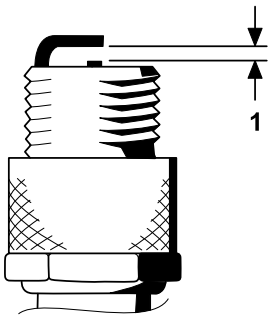

Figur 32
4. Still inn elektrodeavstanden mellom midten og siden på elektrodene til 0,76 mm, som vist i Figur 32.